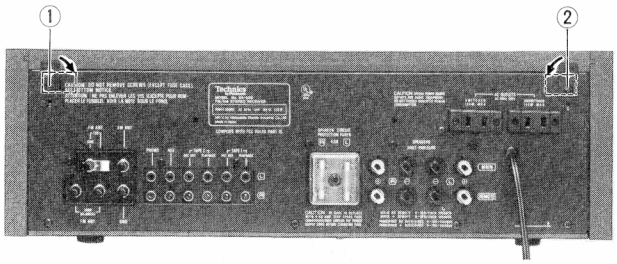

Fig. 1
1. Loosen the two screws (①and②in fig. 1), and lower the fittings in the direction shown by the arrows in figure 1.